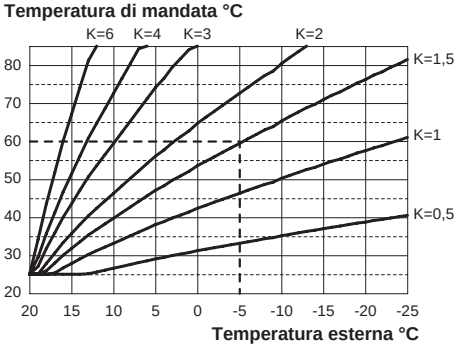

Figura 5.44
Se alla caldaia **È COLLEGATO** il comando remoto riferirsi alla Figura 5.44.
Quando si installa la sonda esterna bisogna impostare questo parametro in base al rendimento dell'impianto di riscaldamento per ottimizzare la temperatura di mandata (Figura 5.44).
Es. Per avere una temperatura di mandata all'impianto di riscaldamento di 60°C con una esterna di -5°C si deve settare un K di 1,5 (linea tratteggiata in Figura 5.44).
- Utilizzando i tasti 19 o 20 è possibile modificare il valore del parametro 15 da un minimo di **01** ad un massimo di **60** in base alla curva scelta del coefficiente K in Figura 5.44 (il valore letto sul display corrisponde a valori decimali di coefficienti K).